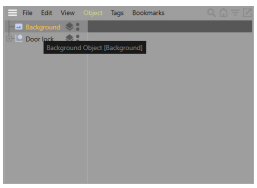
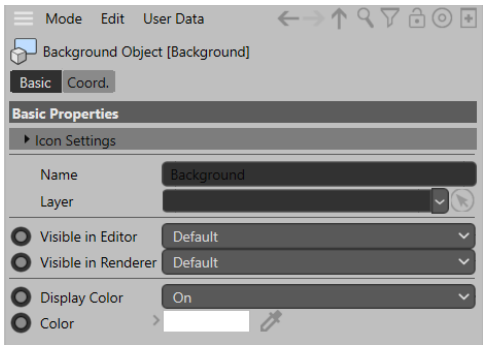

Figure 2-26 *The* ***Background*** *Object selected in the Object Manager*
Figure 2-27 *The* ***Custom*** *option selected in the* ***Display Color*** *drop-down list*
2. Make sure *Background* is selected in the Object Manager, as shown in Figure 2-26. In the Attribute Manager, choose the **Basic** button; the **Basic Properties** area is displayed. In this area, make sure **Custom** is selected from the **Display Color** drop-down list, refer to Figure 2-27. By default, the white color is selected in this spinner. As a result, the background color is set to white.